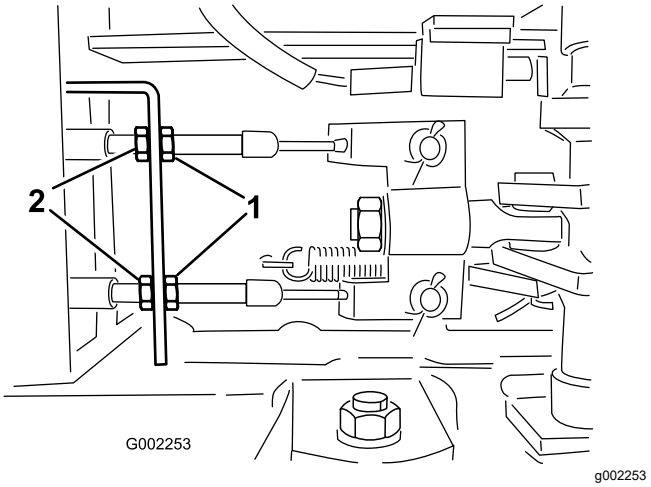

Figuur 102
5. Draai de voorste contramoeren op remkabels onder het vooreinde van de spuitmachine los (Figuur 102).
6. Draai de achterste contramoeren gelijkmatig vast totdat het rempedaal een vrije slag van 1 tot 2 cm heeft voordat u weerstand voelt (Figuur 102).